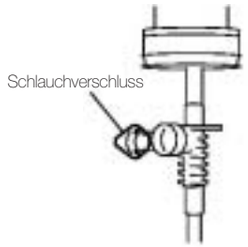

Abb. 13
(3) Schlauchverschluss öffnen, damit Luft in die Flasche gelangt (Abb. 13).